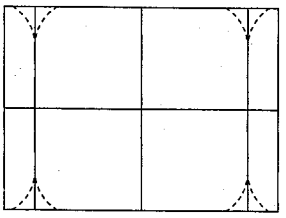

Abb. E7
- Mit den Pfeiltasten " ◀ " und " ▶ " die Eckbereiche auf geringste Verzerrung einstellen (siehe Abb. E7).